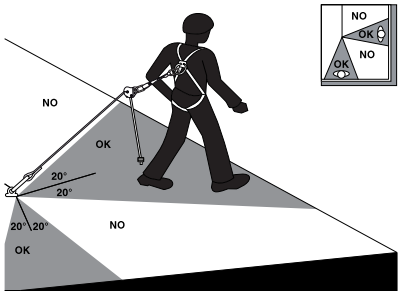

Fig 4
14. Les Stopfor™ K, KS, KM, KSM, B, BS, BM, BSM doivent être utiliser sur un support d'assurage vertical ou faisant avec la verticale un angle maximum de 30°. Ils peuvent être utilisés en position horizontale pour travailler en terrasse avec un angle maximum de 20° par rapport à l'arête de la toiture terrasse (voir figure 4 page 2).